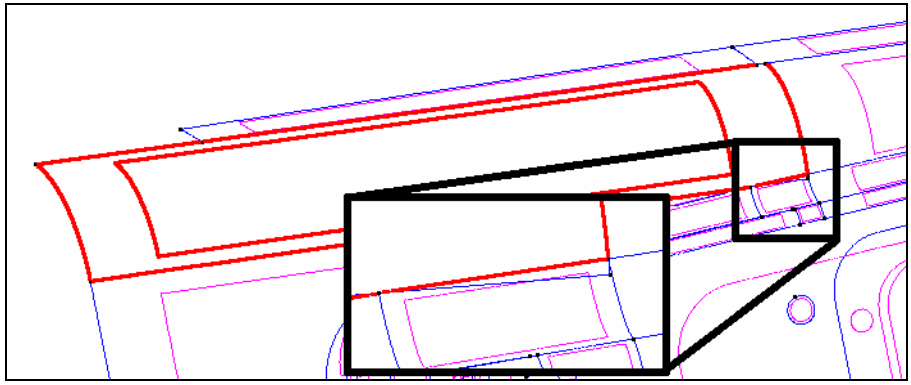

Figure 26. The surface to be trimmed and the new boundary.
14. Select the surface to be trimmed. Then select the new boundary (Figure 26).